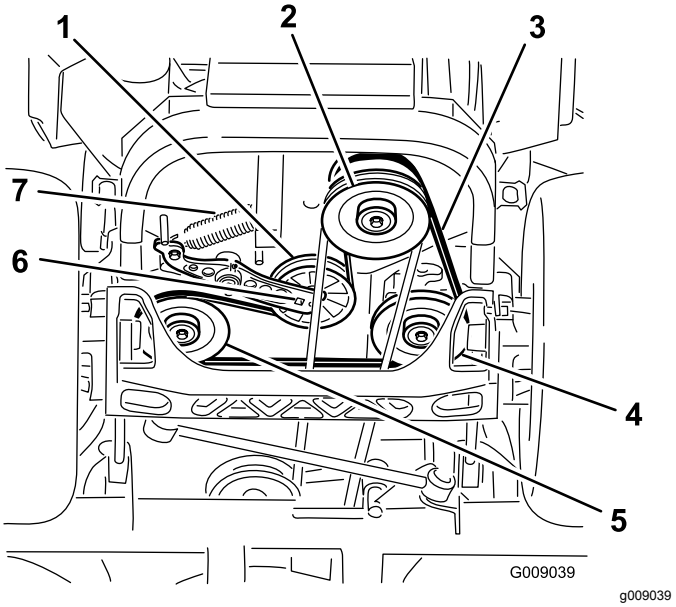

Figur 84
4. Løft maskinen, og understøt den med donkrafte (Figur 84).
5. Brug en skralde i det firkantede hul i styrearmen for at fjerne styrefjederen (Figur 84).
6. Tag styrefjederen af stellet (Figur 84).
9. Brug en skralde i det firkantede hul i styrearmen for at montere styrefjederen på stellet (Figur 84).